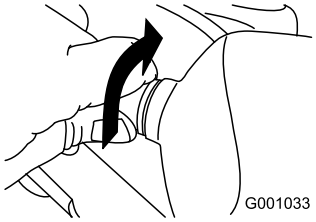

Figura 56
2. Girate in senso antiorario la base della lampadina, finché non si ferma (Figura 56).